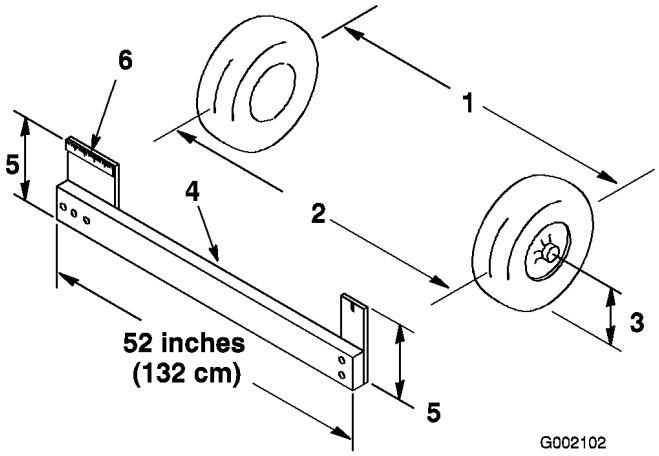

Figur 44
2. Mål avstanden mellom begge forhjulene ved akselhøyde, både foran og bak på forhjulene (Figur 44). Det er nødvendig med et feste eller en justeringsmåler for å måle baksiden av forhjulene ved akselhøyde. Bruk det samme festet eller den samme justeringsmåleren til å måle fronten av forhjulene ved akselhøyde (Figur 44).